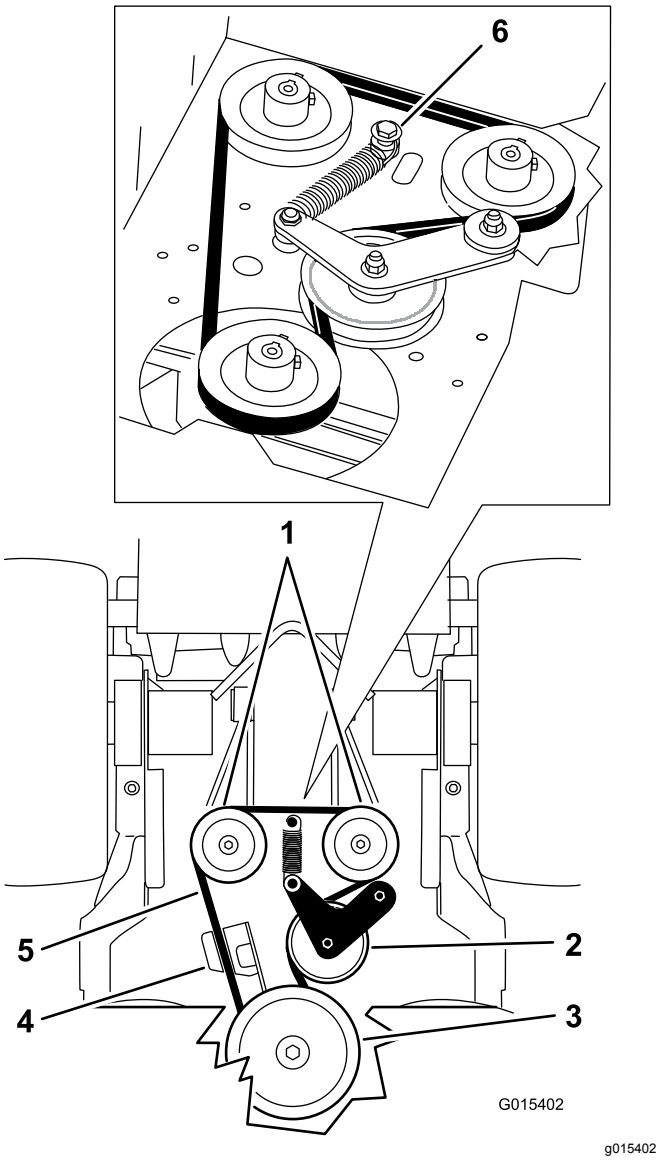

Figuur 67
5. Verwijder de borstbout, moer en ring van het motordek en de gekoppelde veer (Figuur 67).
6. Verwijder de aandrijfriem van de pomp (Figuur 67).
8. Monteer de veer op de borstbout en ring, en bevestig met de moer aan het maaidek (Figuur 67).